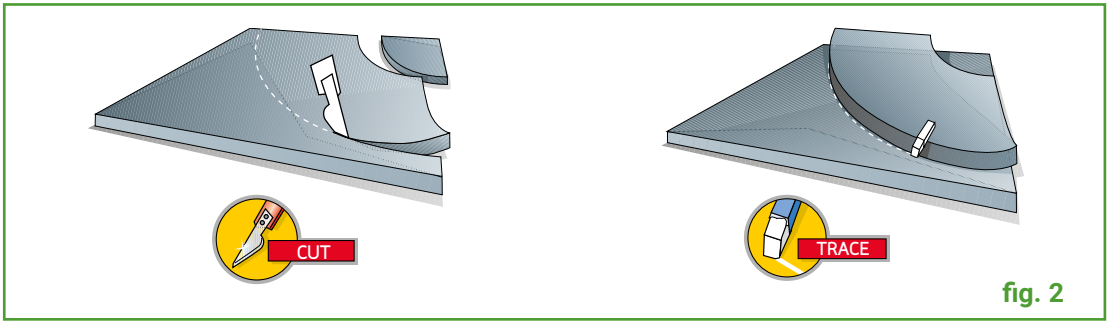

fig. 2
2) Couper le long des lignes tracées pour obtenir la première forme qui servira de « matrice » pour la deuxième pièce, et pour les pièces successives. (**fig 2**)